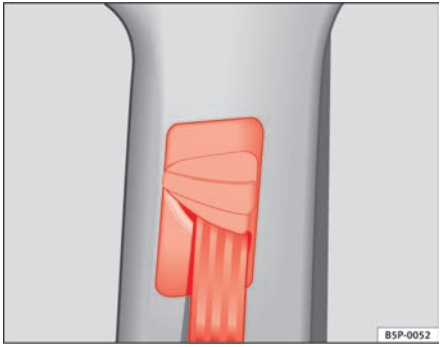

Fig. 17 Location of the belt height adjuster
– Press the upper part of the shoulder belt guide and hold it in this position ⇒ page 26, fig. 17.